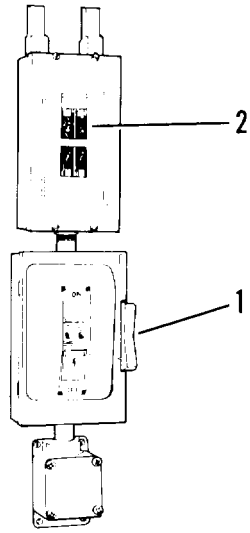
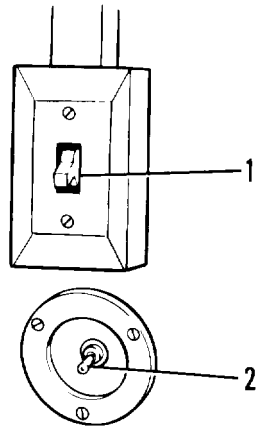

Figure 2-27. Circuit breaker and switch box
Figure 2-28. Dome light switches
(1) Move switch handle (1, figure 2-27) up on 110 volt switch box to ON.
(2) Check ON-OFF position of circuit breakers (2). An overload may have caused circuit breakers to be in OFF position. The circuit breakers may be placed in operating condition by moving switches to ON position.
(3) Place 110 volt dome light switch (1, figure 2-28) on rear wall to ON position.